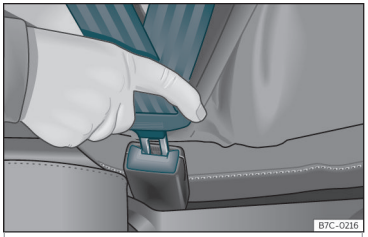

Fig. 8 Insertar la lengüeta del cinturón de seguridad en su cierre.
- Encastre la lengüeta en el cierre del asiento correspondiente ››› **fig. 8**.